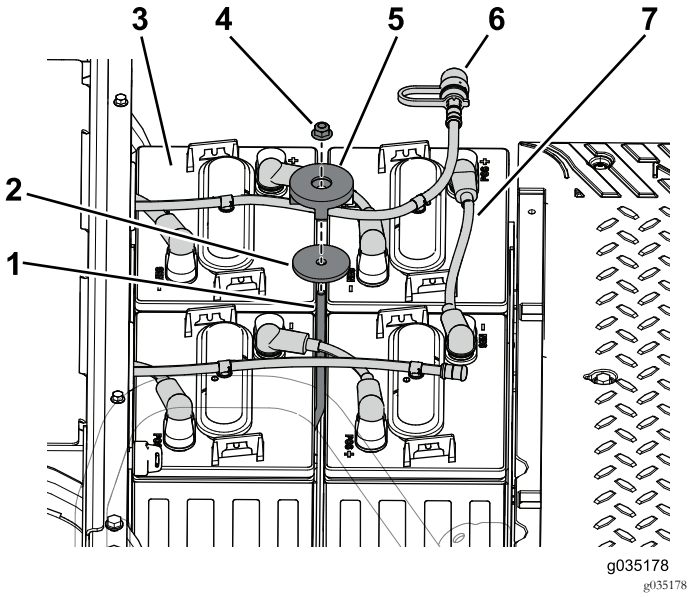

Figur 97
1. Sett de fire batteriene i den fremre batteriholderen (Figur 97).
2. Bruk tilholderstangen, skiven, tilholderen og låsemutteren til å feste batteriene til batteriholderen (Figur 97).
3. Koble batterikablene til den positive (+) klemmen til batteriene (Figur 97).
6. Monter vanningshuset til batteriene (Figur 97).